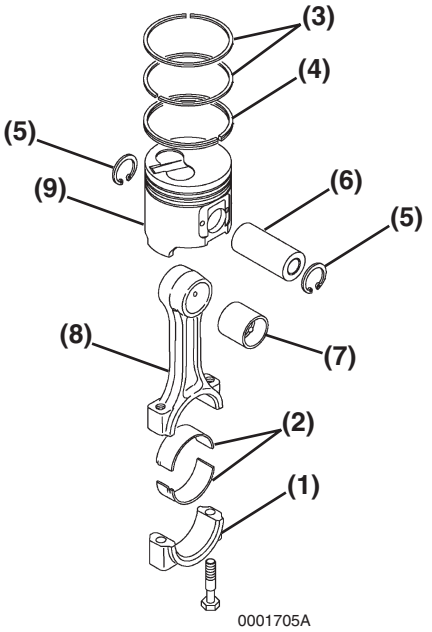

Figure 6-86
5. Lubricate and install the wrist pin **(Figure 6-86, (6))** through the piston and connecting rod.
6. Reinstall the second circlip **(Figure 6-86, (5))** and ensure it is securely seated in the groove.